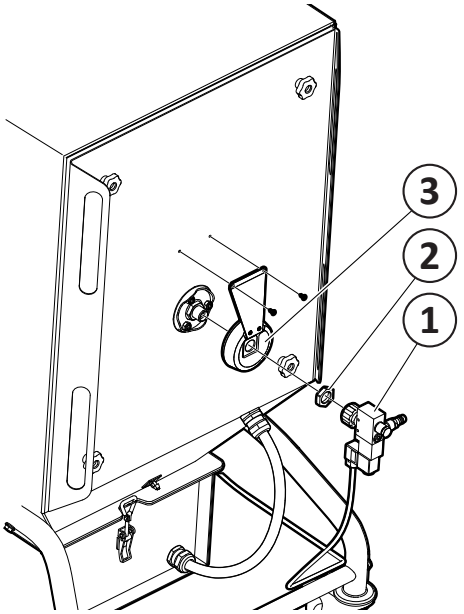
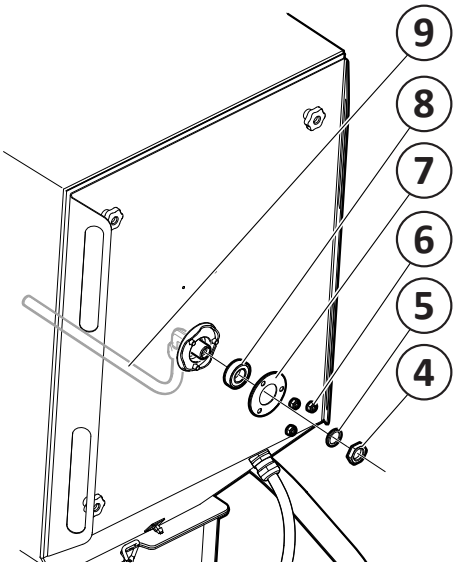

Fig. 18
Fig. 19
1. Das Druckluftventil (1) losschrauben, **Fig. 18**.
2. Die Mutter (2) losschrauben.
3. Den Berührungsschutz (3) losschrauben.
4. Die Mutter (4) für die Düse (9) losschrauben und die Unterlegscheibe (5) abmontieren, **Fig. 19**.
7. Berührungsschutz (3), Mutter (2) und Druckluftventil (1) wieder installieren, **Fig. 18**.